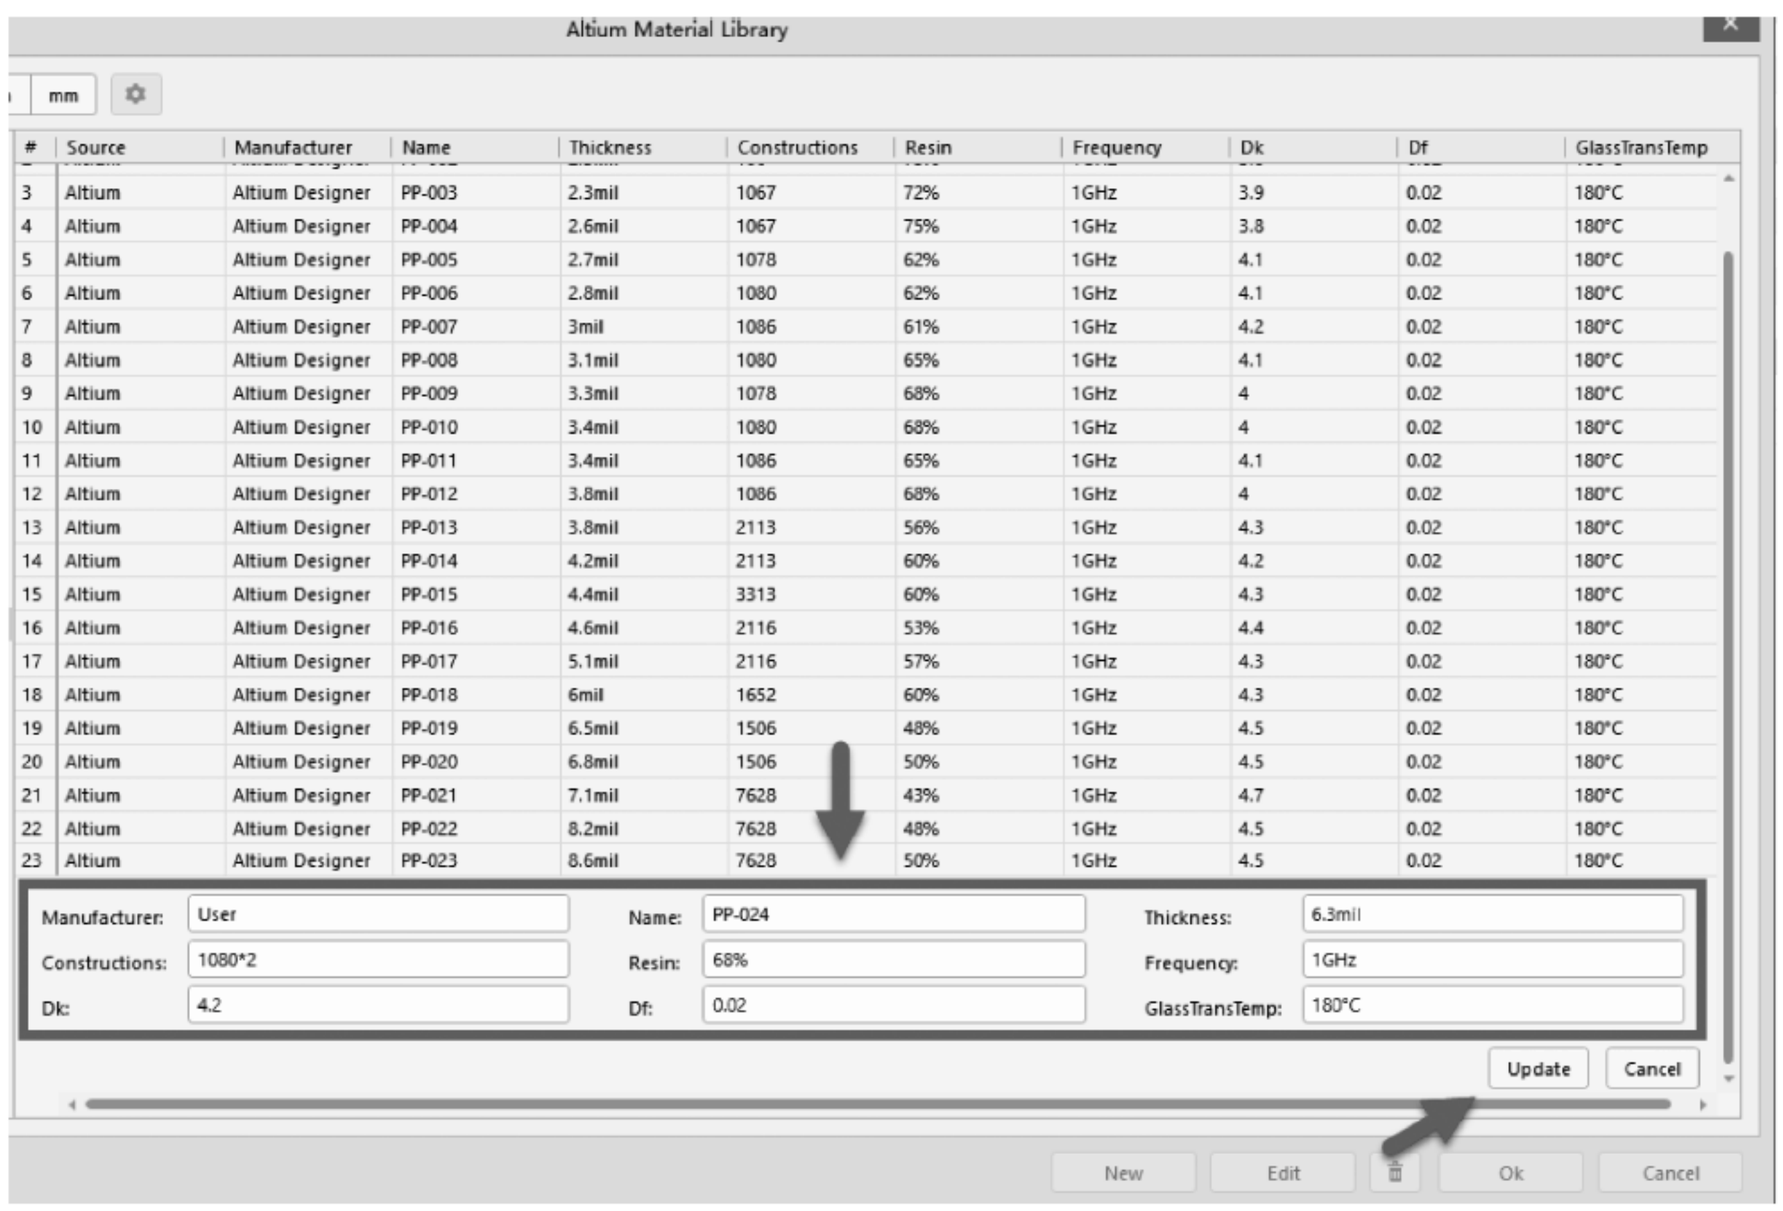

图 3-20　添加新材料
(4) 用户可单击 New 按钮添加需要的相关材料。单击 New 按钮，Altium Material Library 对话框下方会出现一些参数文本框，如图 3-20 所示，根据实际材料填写各个参数。